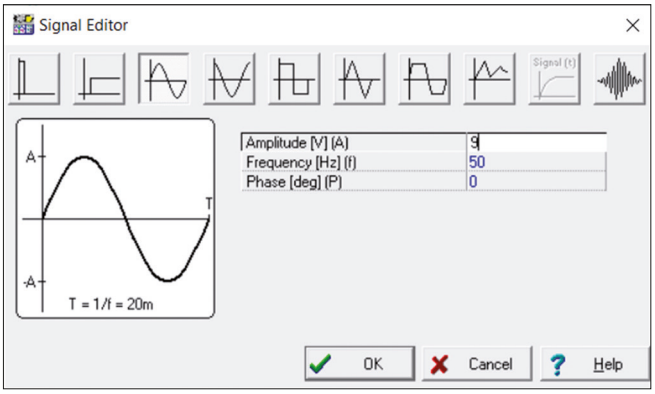

Figure 4.25 Use a Voltage Source.
- Set a Voltage Source as the input and set it to sine wave with an amplitude of 9 V and a frequency of 50 Hz (Figure 4.25).